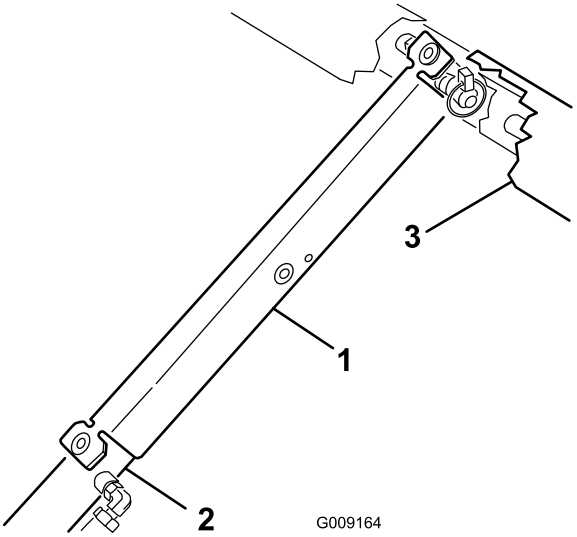

Figur 29
3. Tryck fast flakstödet på cylinderstaven och kontrollera att stödets ändar vilar på cylindertrumman och på cylinderstavens ände (Figur 29).